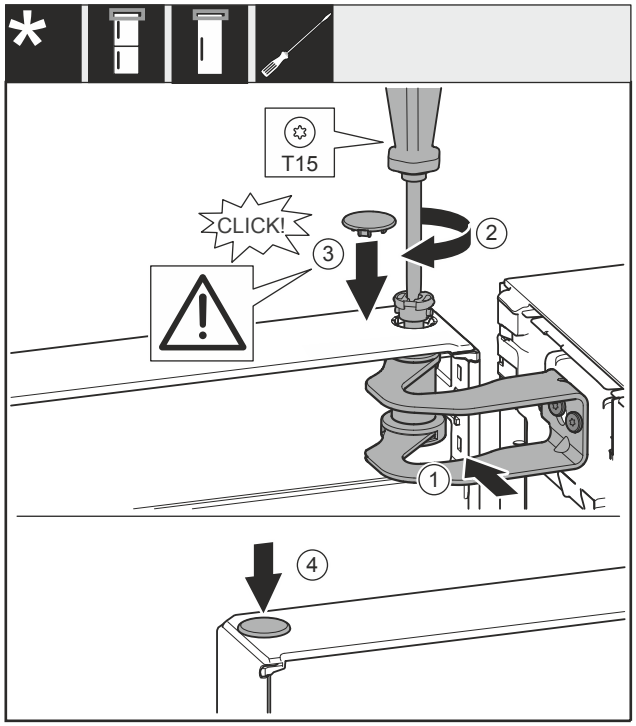

Fig. 25
▶ Tür zur Öffnung im Lagerbock *Fig. 25 (1)* ausrichten.
▶ Bolzen *Fig. 25 (2)* einsetzen und mit Schraubendreher festschrauben.
▶ Abdeckung *Fig. 25 (3)* einsetzen.
▶ Kontrollieren, dass die Abdeckung *Fig. 25 (3)* auf der Tür aufliegt.
▶ Abdeckung *Fig. 25 (4)* einsetzen.